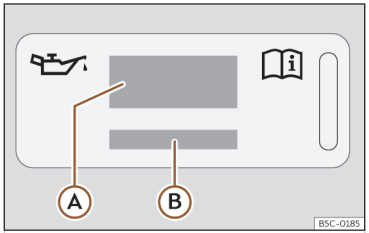
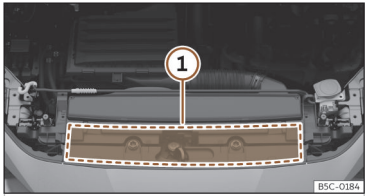

Fig. 215 En el vano motor: etiqueta de aceite de motor
Fig. 216 En el vano motor: zona de ubicación de la etiqueta de aceite de motor
Leyenda de la ››› **fig. 215**:
Si debe rellenar el aceite del motor, utilice uno de los aceites indicados en la etiqueta ››› fig. 215. La etiqueta con la norma prescrita se encuentra en la parte delantera en el vano motor ››› fig. 216 ①. Si utiliza el aceite de motor recomendado, se puede corregir el nivel del llenado tantas veces como sea necesario.